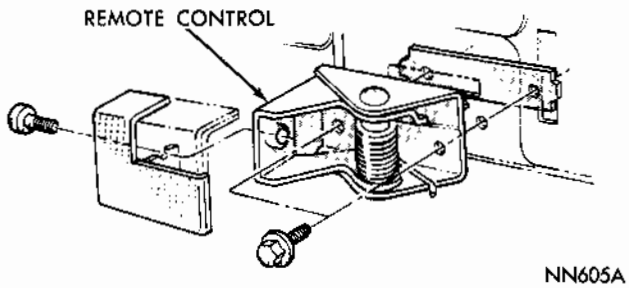

Fig. 19 - Remote Control Handle
The remote control handle (Fig. 19) is attached to the control unit with a screw at the rear inner end.
(1) Raise door glass.
(2) Remove screws attaching remote control base to door panel (Figs. 19 and 20).
(3) Remove link from remote control lever.
(4) Remove control through large opening in door.